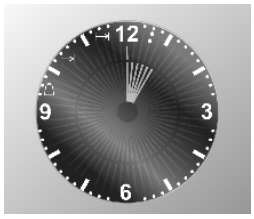

Abb. 4
- Betätigen Sie die Tasten − / + zu Einstellung der **Gardauer**. Bei jedem Drücken der Taste − wird **eine Minute Garzeit** hinzugefügt, und alle **zwölf Minuten** leuchtet ein **Innensegment** auf (**Abb. 4**). Nach **7 Sekunden** startet das Garprogramm, und das Symbol ⊢→| leuchtet auf.
- Betätigen Sie die Tasten − / + zu Einstellung der **Gardauer**. Bei jedem Drücken der Taste − wird **eine Minute Garzeit** hinzugefügt, und alle **zwölf Minuten** leuchtet **ein Innensegment** auf (**Abb. 4**).